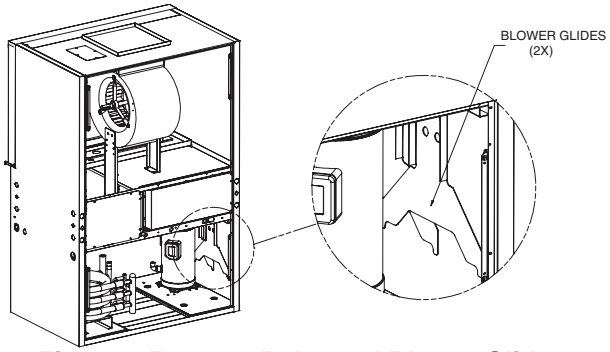

Fig. 7 — Remove Bolts and Blower Glides
4. Remove 4 bolts and take blower glides out. See Fig. 7.